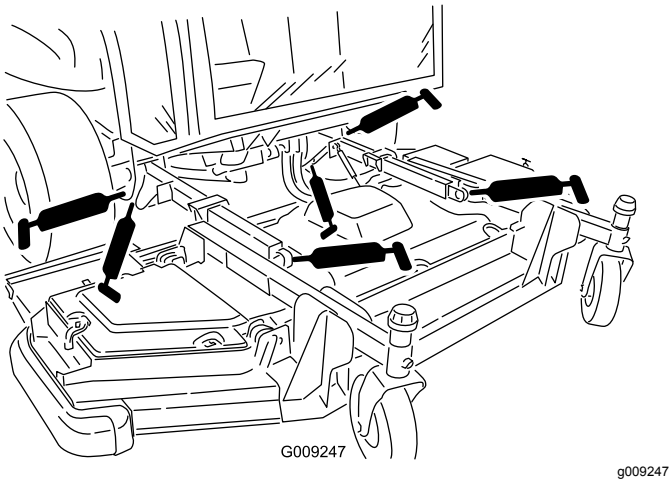

Figur 90
- 2 lyftarmsbussningar (Figur 90)
- 2 lyftarmskulleder (Figur 90)
- 2 lyftcylindertappar för främre däcket (Figur 90)